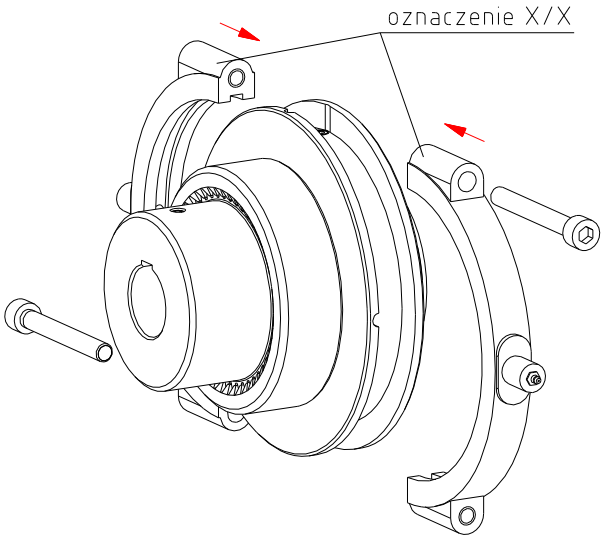

rysunek 18: Montaż pierścienia ślizgowego
- Włożyć odkręcone połówki pierścienia ślizgowego w rowek zespołu rozłącznego (element 2) (patrz rysunek 18). Zwrócić uwagę na oznaczone położenie połówek pierścienia ślizgowego.